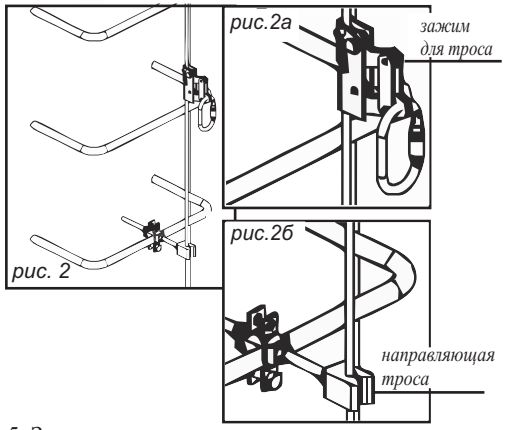

рис. 2
3. Через каждые 10 - 12 метров установить специальные направляющие троса (рис.2б).